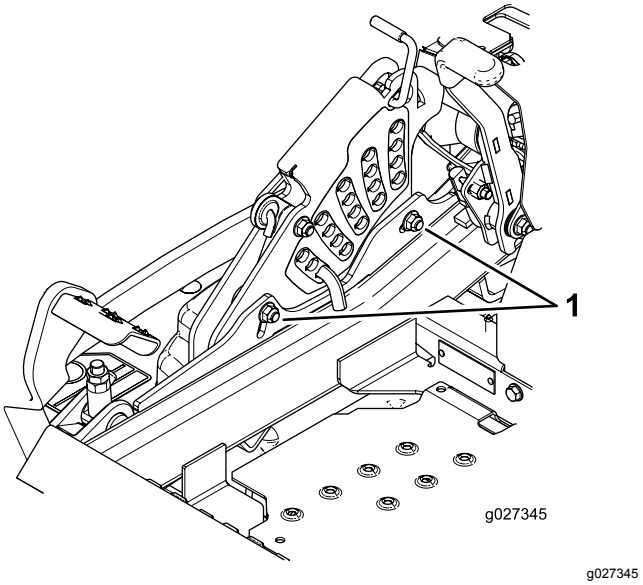

Figur 97
12. Løsn de 2 bolte nederst på klippehøjdepladen (Figur 97) for at justere enkeltpunktssystemet.